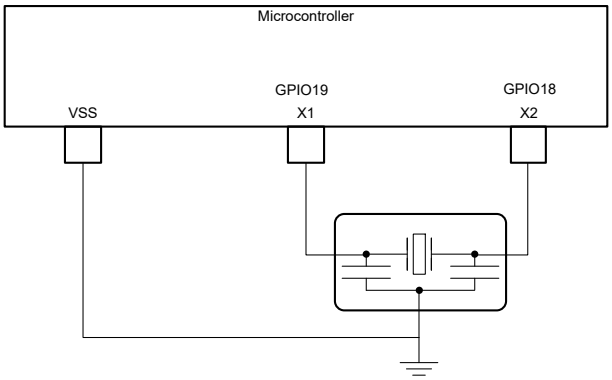

図 6-15. 外部共振子
- 外部共振子。図 6-15 に示すよう に、X1 と X2 の間に共振子を接続し、そのグランドを VSS に接続する必要があります。